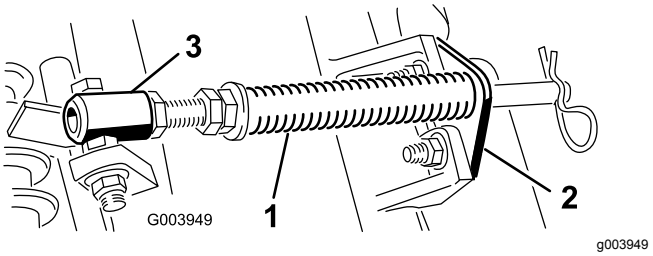

**Figur 5**
A. Demontera de två vagnskruvar och muttrar som håller fast stångbeslaget på klippenhetens flikar (Figur 5).
B. Demontera den flänsmutter som håller fast fjäderrörets bult på bärramens flik (Figur 5). Ta bort enheten.